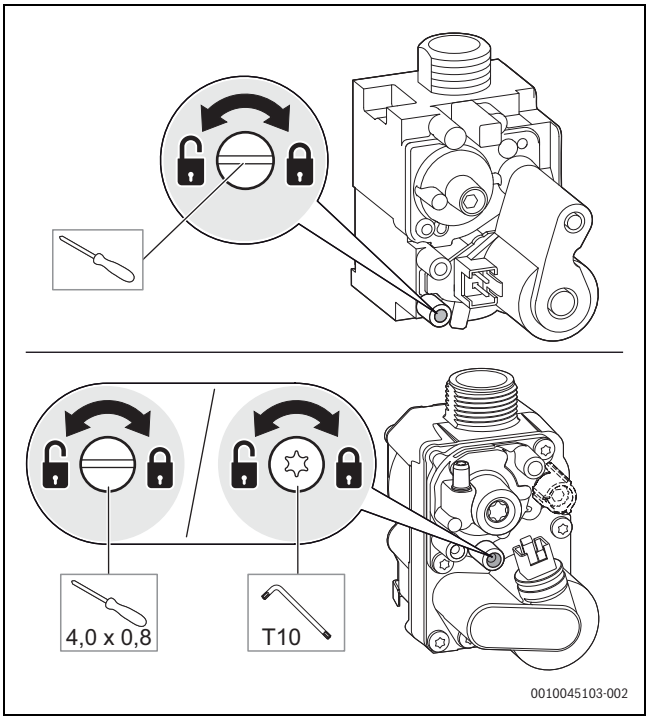

Fig. 50 Măsurați presiunea de racordare a gazului
- Desfaceți șuruburile de la orificiul de măsurare pentru presiunea de racordare a gazului prin 2 rotiri (→ Fig. 50).